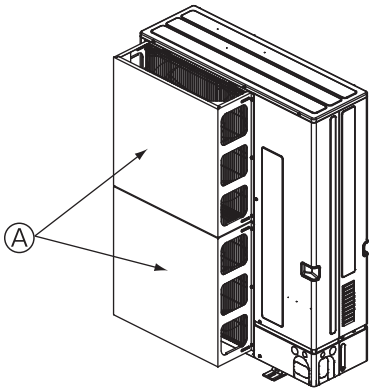

Fig. 12-1-2a
① Install an optional air protect guide if the unit is installed in a location where strong winds from a typhoon, etc. may directly enter the air outlet. (Fig. 12-1-2a)